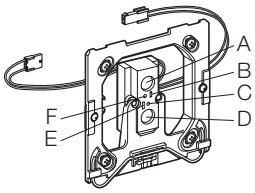

afbeelding 2
- elektronische module, met infraroodzender (A) en infraroodontvanger (D), voorgemonteerd op bevestigingskader [afbeelding 2]
- bijkomende infraroodzender (C) die de taken van de eerste overneemt indien gekozen wordt voor een urinoir met deksel. Hierbij komt de detectiezone onder de 10 cm en wordt het deksel, dat zich in geopende toestand voor de infraroodlens van de afdekplaat bevindt, herkend. Het urinoir wordt gespoeld zodra het deksel is neergeklapt. De functie “dekselmodus” is standaard uitgeschakeld. [afbeelding 2]